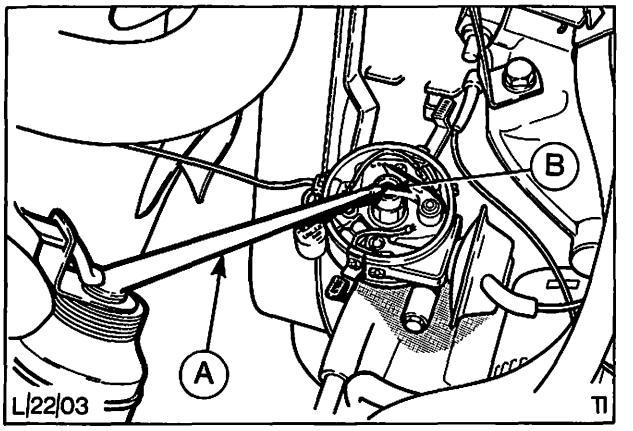

Abb. 20 Filz im Verteilernocken mit Öl benetzen
4. a) Filzstück im Verteilernocken mit zwei Tropfen Motoröl benetzen, Abb. 20.